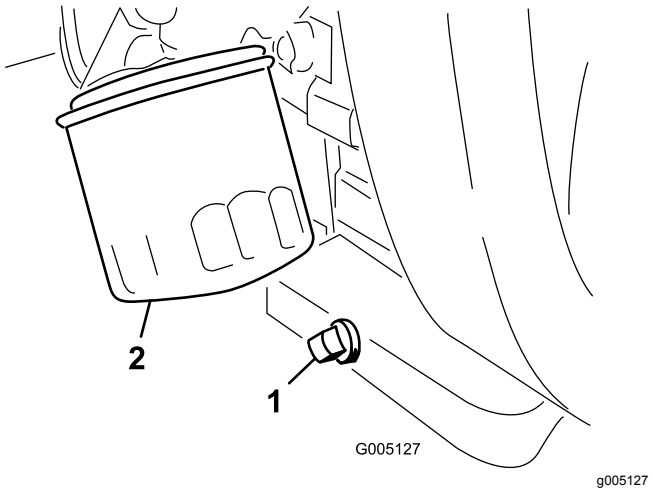

Figur 34
1. Ta bort avtappningspluggen (Figur 34) och låt oljan rinna ned i ett avtappningskärl.
2. Rengör gängorna på avtappningspluggen, stryk på PTFE-tätning och sätt tillbaka avtappningspluggen (Figur 34).
3. Avlägsna oljefiltret (Figur 34).